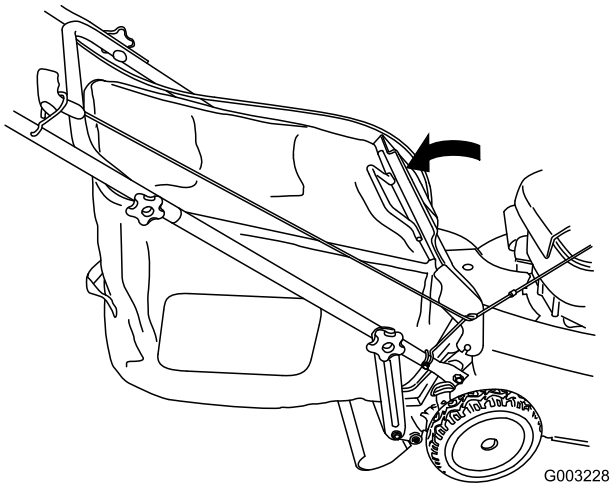

Figura 25
5. Abbassate lo sportello posteriore (Figura 25).